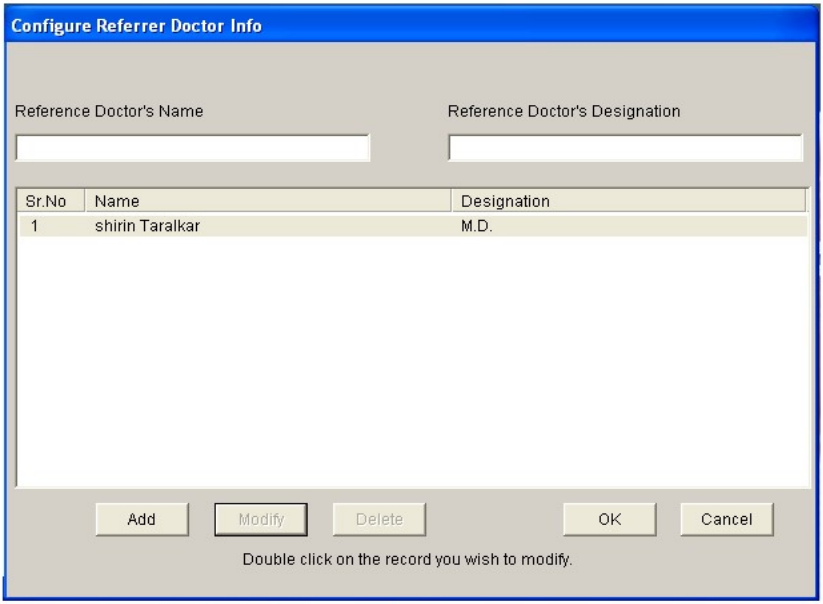

Fig.3.2B .Referring Doctor List
2. A window will appear on the screen as shown in fig. 3.2B